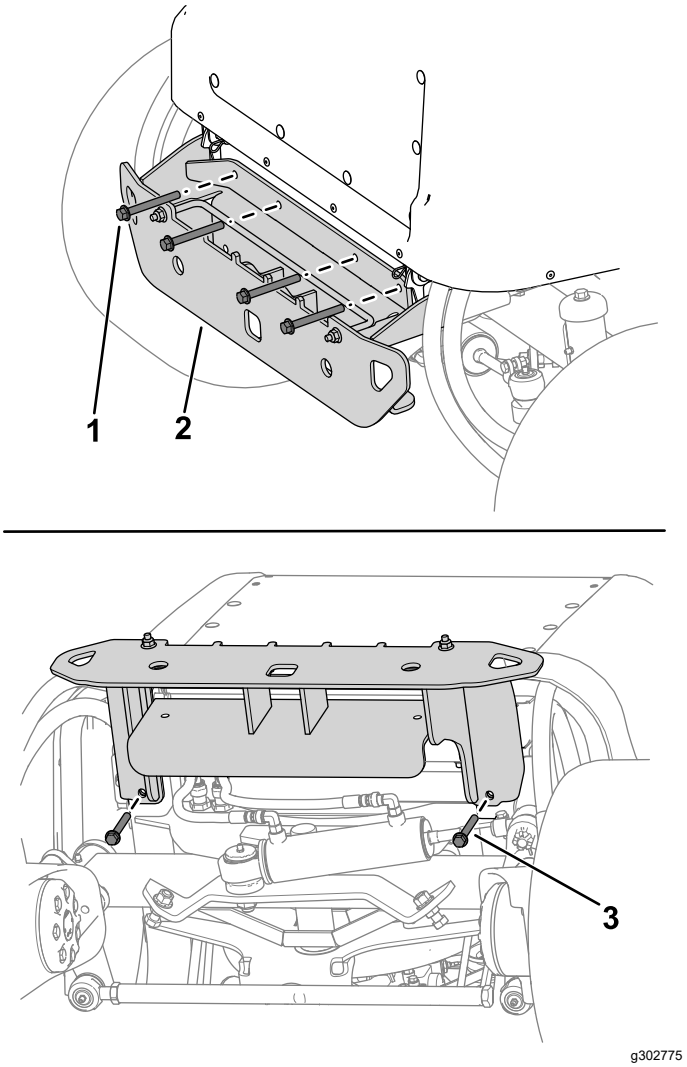

**Figuur 14**
2. Gebruik 4 bouten (⅜" x 3¼") en 4 moeren (⅜") om het bovenste gedeelte van de bumper aan het machineframe te bevestigen (Figuur 14).
3. Gebruik 2 bouten (⅜" x 2¾") en 2 moeren (⅜") om de bumper onder het machineframe te bevestigen (Figuur 14).